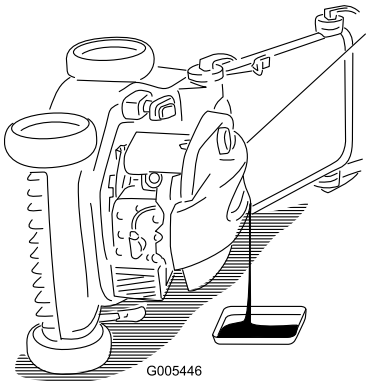

**Figur 23**
3. Tip plæneklipperen over på siden med luftfilteret opad, så olien kan løbe ud gennem oliepåfyldningsrøret (Figur 23).